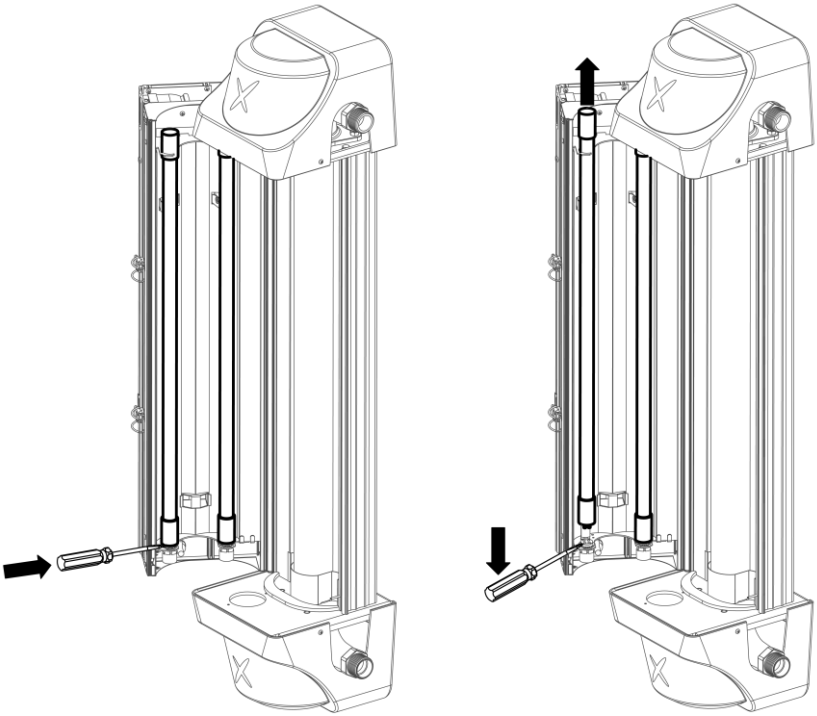

Figure 7.3
Les lampes peuvent être remplacées en quelques minutes. Voir les figures 7.3. et 7.5.
Étape 2 : Utilisez un tournevis plat et soulevez les lampes entre la base de la lampe et la douille en céramique. Voir la figure 7.3.